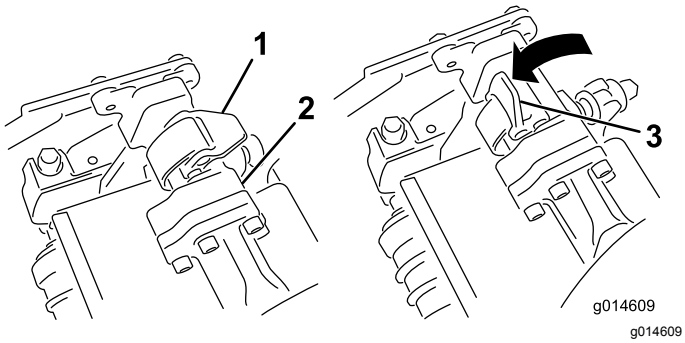
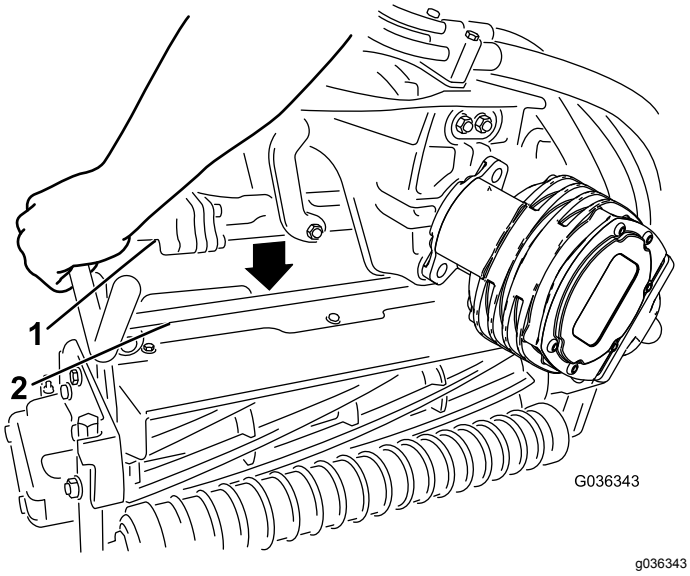

Figur 31
Figur 32
4. Åpne låsene på hjulopphengsarmbøylen slik at de peker opp (dvs. at de er åpne) (Figur 31), og trykk hjulopphengsarmen ned så bøylen ligger over klippeenhetens bøyle (Figur 32).
5. Skyv låsene ned og rundt klippeenhetsbøylen og lås dem slik at de sitter på plass (Figur 31).
5. Åpne låsene på hjulopphengsarmbøylen til klippeenheten du skal fjerne (Figur 31).